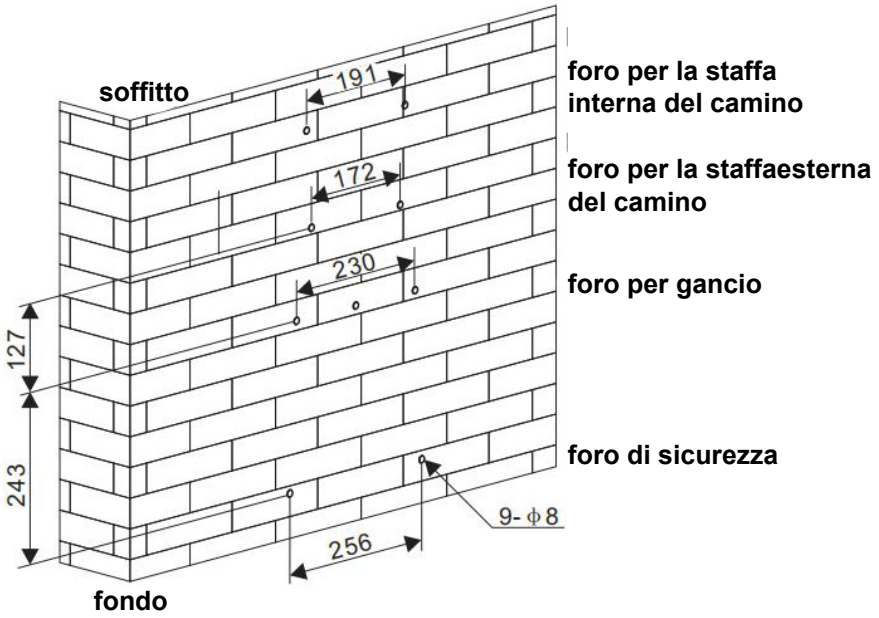

Fig. 2
3. Dopo aver verificato l'altezza di installazione della cappa. Praticare 9 fori di φ8 per il gancio, la staffa interna al camino, la staffa esterna al camino e i fori di sicurezza, quindi inserire i tasselli nei fori. Vedere le figure 2 e 3. Fissare il gancio e la staffa interna del camino alla parete con viti ST4*40 mm. Vedere la figura 4.